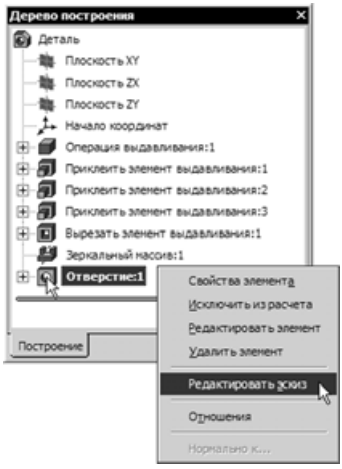

Рис. 5.140
- Войдите в режим редактирования эскиза элемента **Отверстие:1** в дереве построения (рис. 5.140).